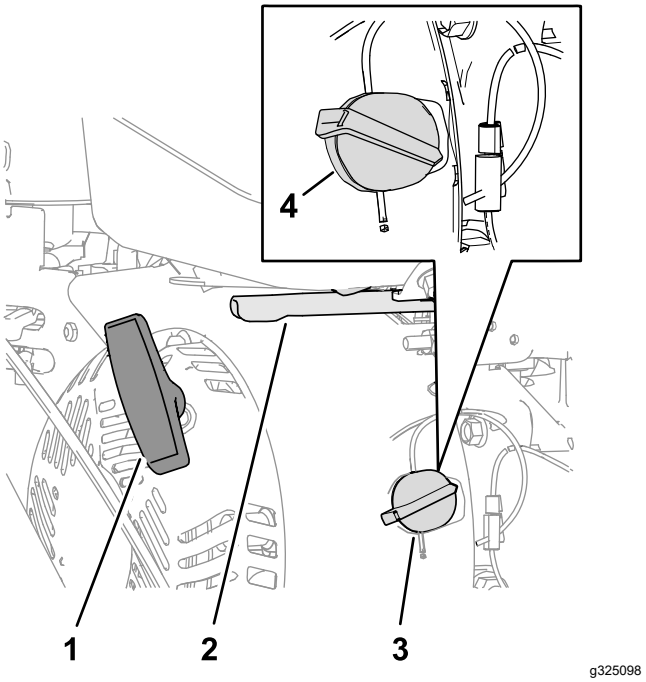

**Figur 12**
1. På højre side af motoren – drej motorens tændingskontakt med uret til positionen ON (Til) (Figur 12).
3. Placer gashåndtaget midtvejs mellem positionerne SLOW (langsom) og FAST (hurtig) i motorens bageste højre side (Figur 12).
4. Træk langsomt i startsnorens håndtag, indtil du mærker modstand, og stop derefter (Figur 12).
2. Placer gashåndtaget midtvejs mellem SLOW (langsom) og FAST (hurtig) (Figur 12).
3. Lad motoren køre i mindst 15 sekunder, og drej derefter motorens tændingskontakt til positionen OFF (Fra) for at standse motoren (Figur 12).